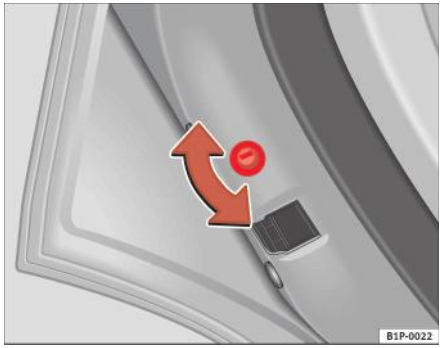
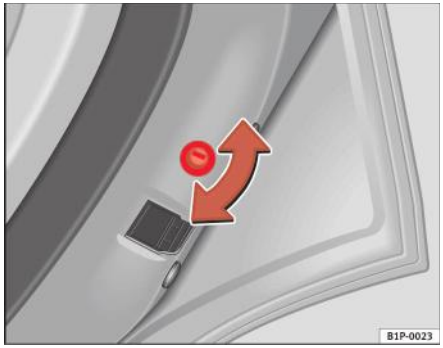

Fig. 58 Încuietoarea de siguranță pentru copii de pe uşa din stânga
Fig. 59 Încuietoarea de siguranță pentru copii de pe uşa din dreapta
– Cu uşa deschisă, rotiți canelura din uşă utilizând cheia, în sens orar pentru uşile de pe partea stângă, respectiv în sens antiorar pentru uşile de pe partea dreaptă ⇒ fig. 58 ⇒ fig. 59.
– Cu uşa deschisă, rotiţi canelura din uşă utilizând cheia, în sens orar pentru uşile de pe partea dreaptă, respectiv în sens antiorar pentru uşile de pe partea stângă ⇒ pagina 106, fig. 58 ⇒ pagina 106, fig. 59.